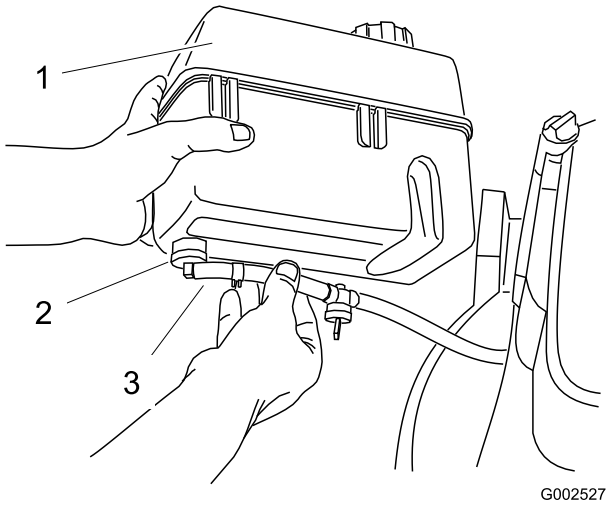

**Figura 5**
1. Inserite nel gomito l'estremità del tubo di alimentazione (Figura 5).
2. Fissate il tubo di alimentazione usando l'apposito collare (Figura 5).